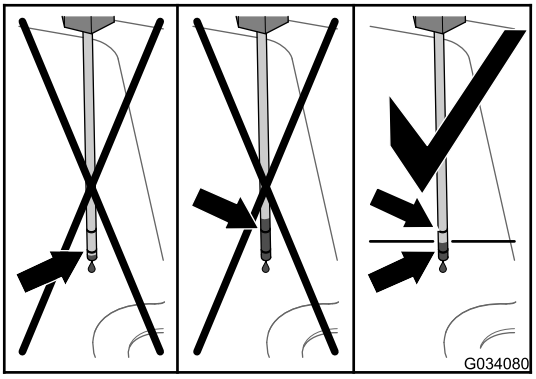
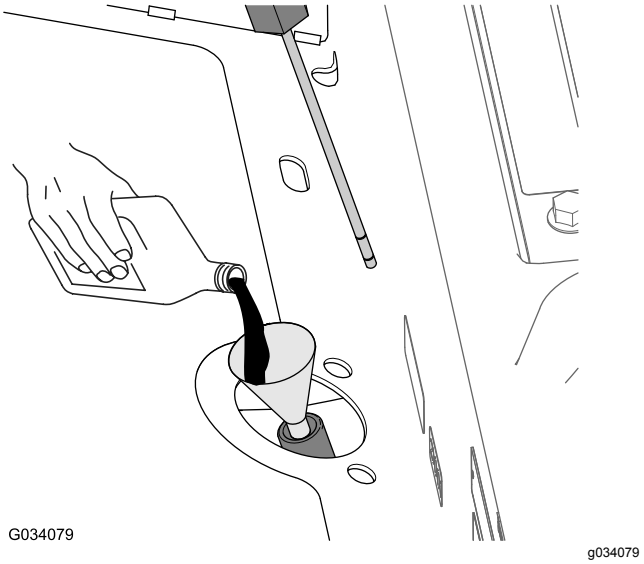

Figur 81
Figur 82
4. Fjern målepinden, og kontroller væskestanden (Figur 81).
5. Hvis væskestanden er under det nederste Full-mærke på målepinden, skal den angivne hydraulikvæske fyldes i påfyldningsrøret (Figur 82), indtil væskestanden stiger mellem de øvre og nedre mærker, når den kontrolleres med målepinden (Figur 81).
6. Hæld den angivne hydraulikvæske i påfyldningsrøret (Figur 82), indtil væskestanden i transakselhuset (beholderen) er midtvejs mellem de øvre og nedre mærker på målepinden (Figur 81).